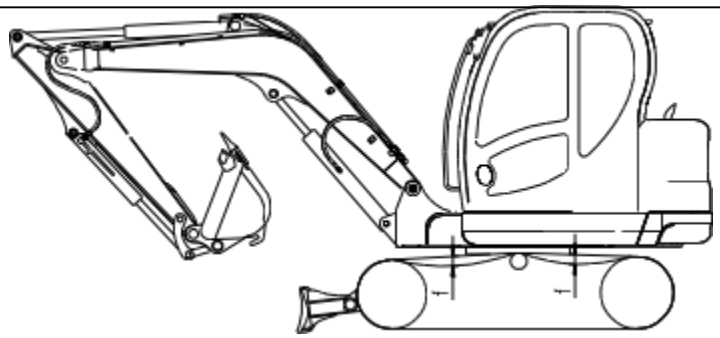
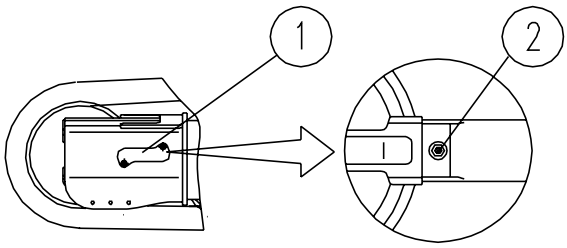

Figure 1
Figure 2
2) Remove the cover from each track frame (indicated as 1 in Figure 2) to expose the grease fitting of the tensioning device (shown in Figure 2).
3) To loosen the tracks, first loosen joint @ (shown in Figure 2) to allow grease to flow out, ensuring that the deflection) , of the track branch f is controlled within 2-4 cm (as shown in Figure 1), and then retighten.
4) To tense the track, connect the grease gun's nozzle (provided as a random tool) to nozzle @ (refer to Figure 2). Then, use the grease gun to lubricate until the branch amount on the track is maintained within a deflection of 2-4 cm (refer to Figure 1).
2. Do not tighten the large nut shown in Figure 2, as this may cause the valve body to dislodge, resulting in personal injury.